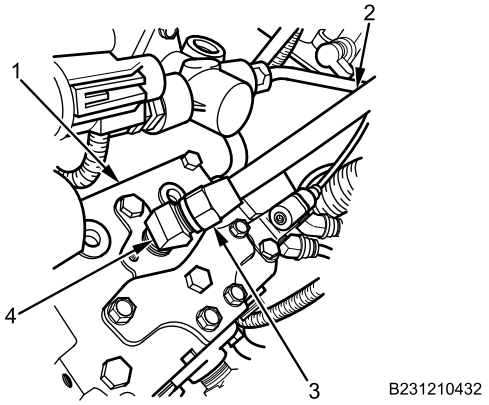

Figure 2. Air Compressor Connection.
3. Disconnect compression nut (Figure 2, Item 3) and air compressor delivery air line pipe (Figure 2, Item 2) from angle fitting (Figure 2, Item 4).
4. Remove angle fitting (Figure 2, Item 4) from air compressor (Figure 2, Item 1).